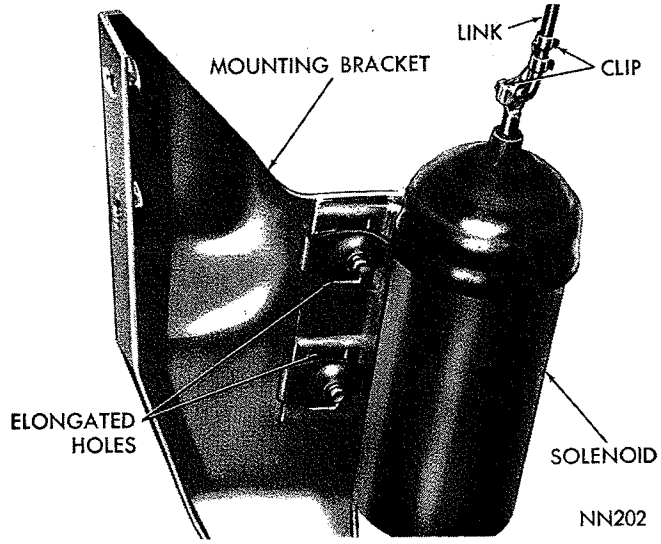

*Fig. 53—Solenoid Adjustment*
(1) Loosen solenoid to mounting bracket screws (Fig. 53).
(2) Push lock lever to down position and slide solenoid to full down position in mounting bracket.
(3) Raise lock lever to up position, extending solenoid rod to maximum up position.
(4) Tighten solenoid to mounting bracket screws and test operation of lock.